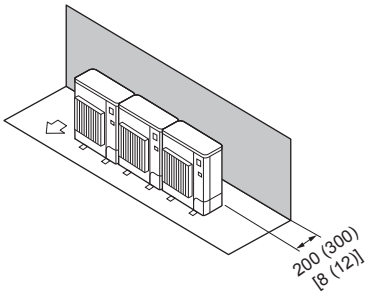

Fig. 2-12
① Obstacles uniquement à l’arrière (Fig. 2-12)